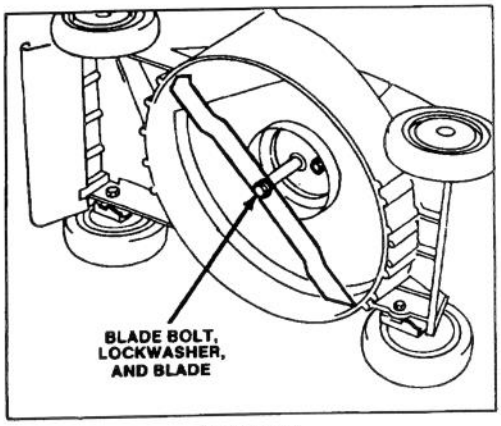

Figure 17
3. Tip mower on its left side (Fig. 17). Avoid rotating blade. Starting problems may result.
5. REMOVING BLADE — Grasp end of blade using a rag or thickly padded glove. Remove blade bolt, lock washer, and blade (Fig. 17).